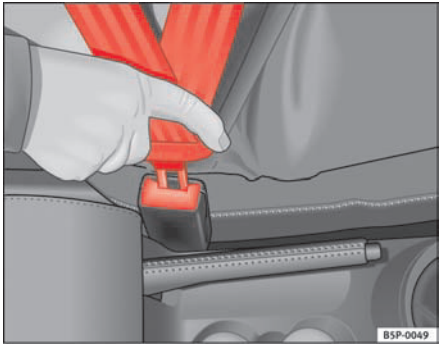

Fig. 11 Belt buckle and latch plate of seat belt
– Insert the latch plate into the buckle for the appropriate seat and push it down until it is securely locked with an audible click ⇒ page 24, fig. 11.